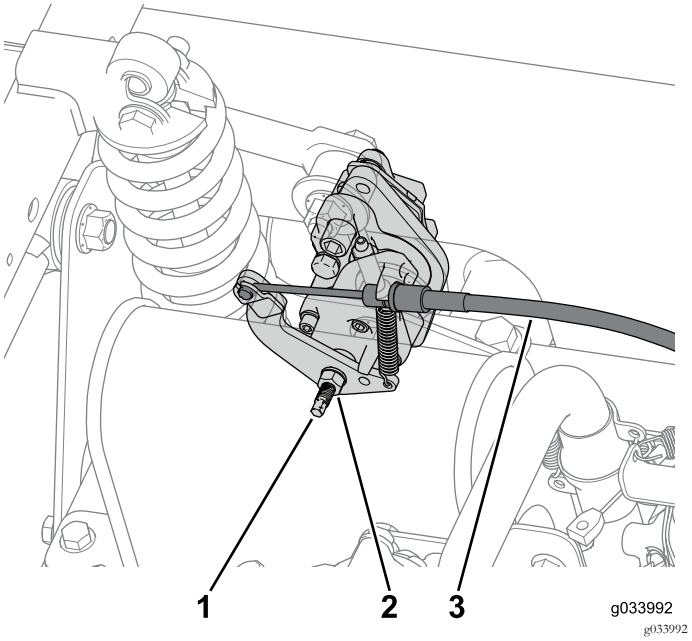

Figur 60
1. Lossa kontramuttern och vrid därefter ställskruven två varv moturs på båda bakre bromsoken (Figur 60).
2. Koppla loss parkeringsbromskabeln som är ansluten till bromsoken (Figur 60).